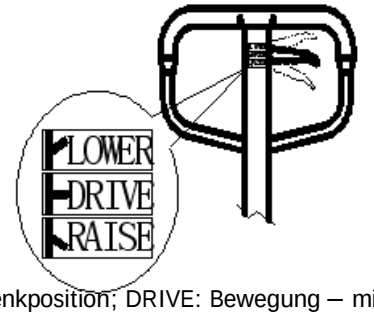

Abbildung 3. LOWER: Senkung – Absenkposition; DRIVE: Bewegung – mittlere Position; RAISE: Aufstieg – Hubposition.
Es gibt ein kleiner Steuergriff (119) über der Deichsel am Handhubwagen für das Bewegen von Paletten. Der Steuergriff kann man in drei Positionen verschoben werden (siehe Abb. 3). Nach dem Abschluss der Arbeit muss der Steuergriff in die mittlere Position (Middle) gebracht werden. Diese drei Positionen wurden auf dem Werk entsprechend eingestellt. Wenn im Notfall die Veränderungen auftreten, können Sie diese gemäß den folgenden Schritten neu einstellen: